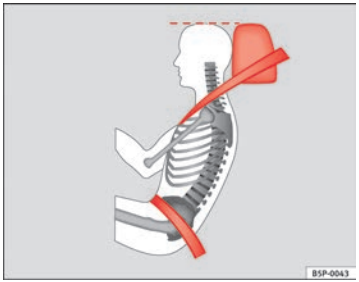

Fig. 13 Correct belt web and head restraint positions, viewed from side
- **The lap part of the seat belt must lie across the pelvis, never across the stomach. The seat belt must lie flat and snugly on the pelvis ⇒ page 23, fig. 13. Pull the belt tight if necessary to take up any slack.**